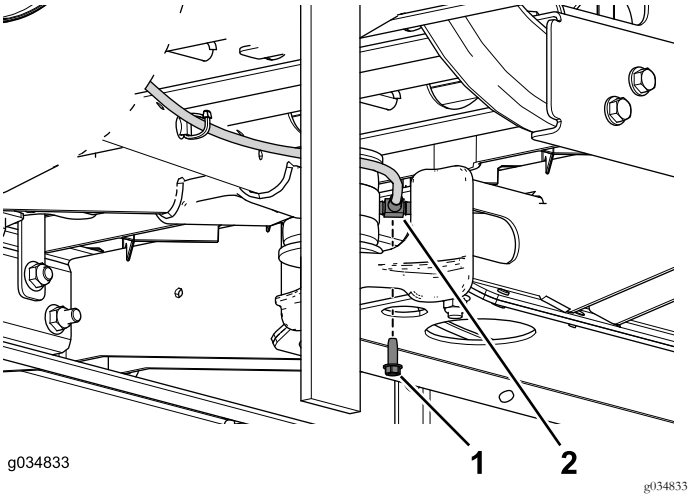

Figur 18
5. Ta bort den självgängande skruven som håller fast T-stycket på mittkanalen (Figur 18).